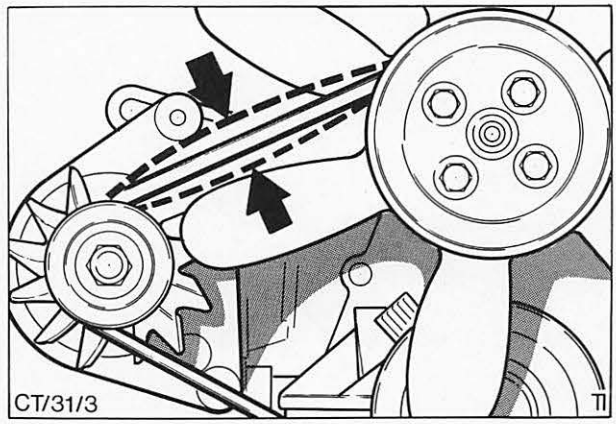

Abb. 77 Keilriemenspannung prüfen/einstellen
8. Keilriemen montieren und so weit spannen, bis das Gesamtspiel in der Mitte der längsten Riemenspannweite 13 mm beträgt. Abb. 77. Befestigungsschrauben festziehen.